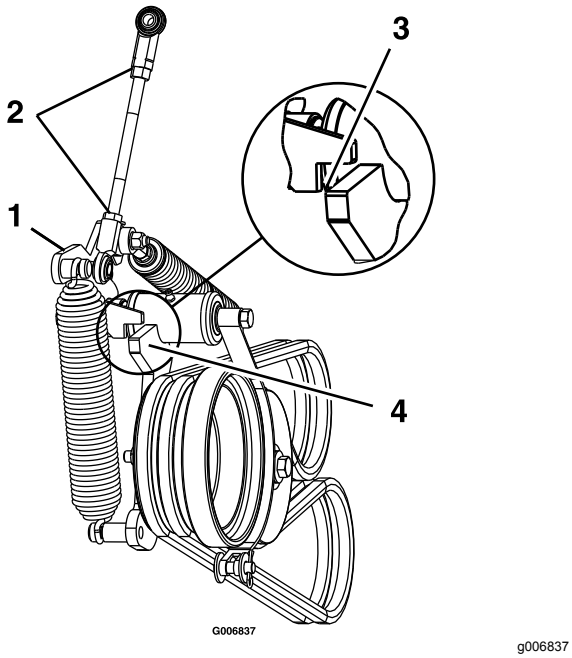

Figur 60
12. Lossa kontramuttrarna och justera kopplingen tills mellandrevsarmens ovankant är i linje med spännarmsskårans nederkant enligt Figur 60.